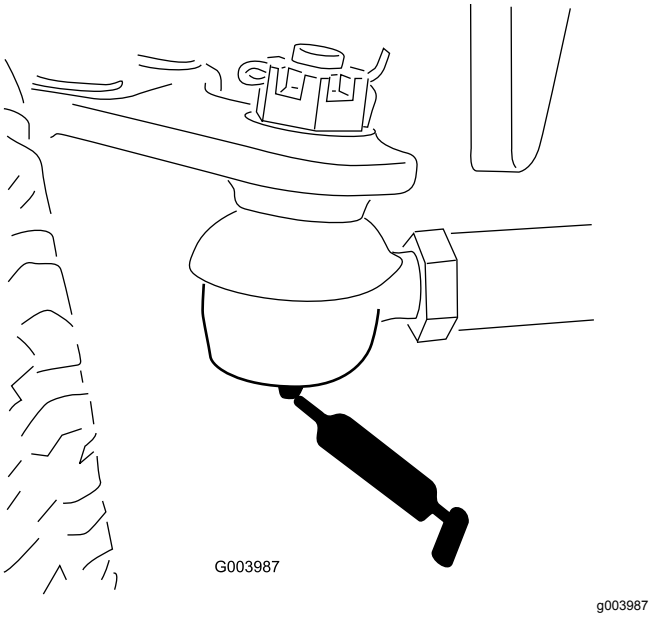

Figur 47
- Bageste akselforbindelsesstang (2) (Figur 47)